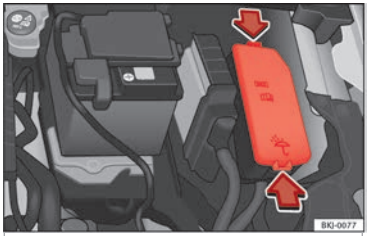

Fig. 59 In the engine compartment: fuse box cover.
- Press the locking tabs to release the fuse box cover ››› **Fig. 59**